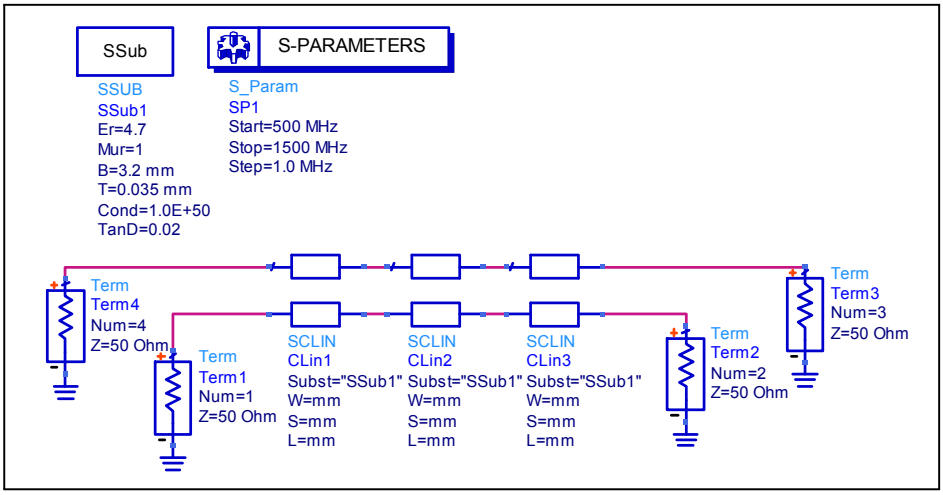

Figure 20 - Three section edge coupled lines coupler.
1. Simulate a single section edge coupled line with the dimensions you found in 'Prelab Exercise' question 3, as shown in Figure 20.